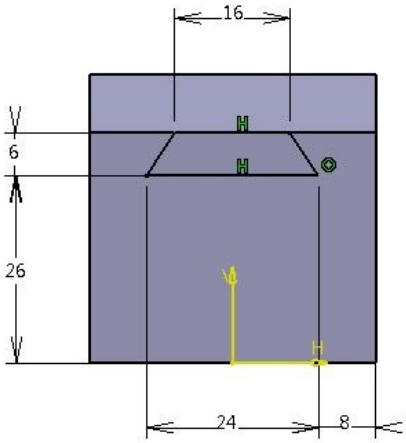

Figure 5-41 *Sketch of the second feature*
b. Create the second feature, which is a pocket feature, refer to Figures 5-41 and 5-42.
2. Draw the sketch, as shown in Figure 5-41, and exit the **Sketcher** workbench.